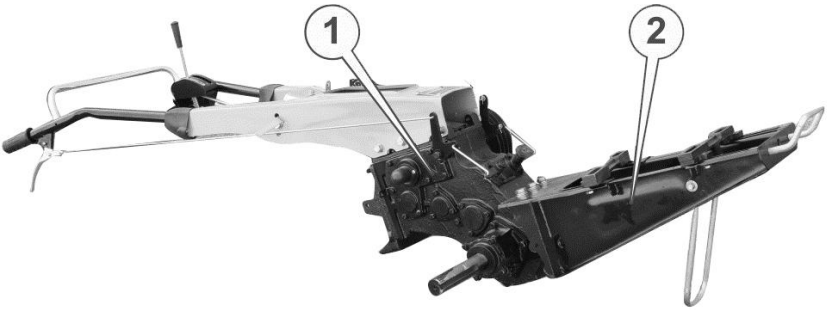
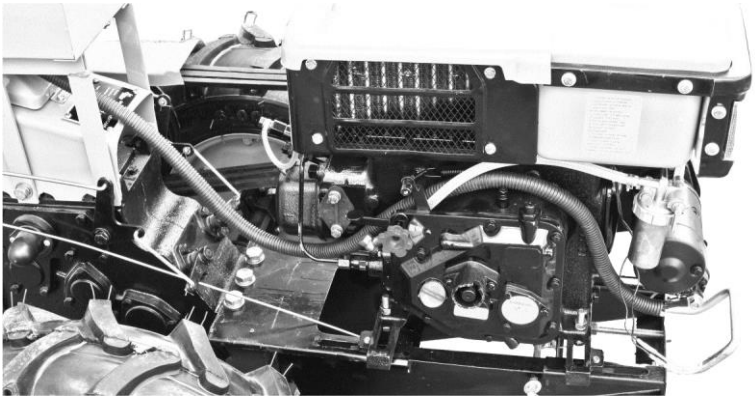

Рисунок 12. – Редуктор мотоблока у зборі з рамою
Рисунок 23. – Правий вид мотоблока
3. Приєднати раму мотоблока (2) (див. рис. 12.) до редуктора (1) за допомогою 3-х болтів М16 і 2-х болтів М12, використовуючи плоскі і розрізні шайби відповідного діаметру із сумки з кріпленням (див. рис. 23.)
29. Протягнути пластиковий рукав з електропроводами від відсіку для електроприладів до точки під'єднання електростартера і електрогенератора таким чином, як зображено на рис. 23.